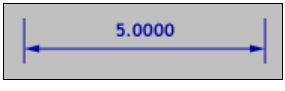

Рис. 7.13. Формат **Значение**
- **Значение** (Value) (рис. 7.13);